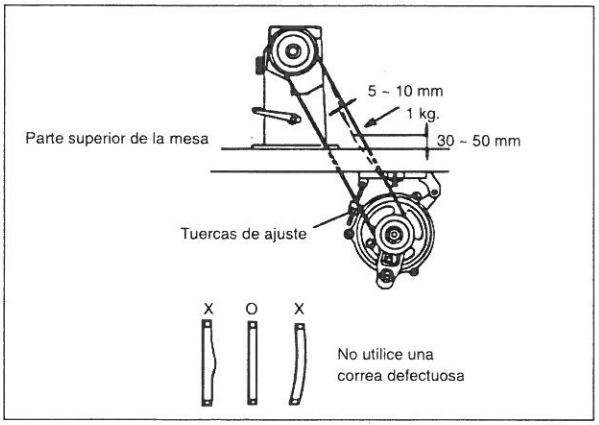

Fig. 4
d) Ajuste la tensión de la correa con las tuercas de ajuste acopladas al motor de forma que: empujando la correa a una altura de 30 - 50 mm sobre la mesa y con una fuerza de aproximadamente 1 kg., la correa se desplace de 5 a 10 mm. (Ver fig. 4)